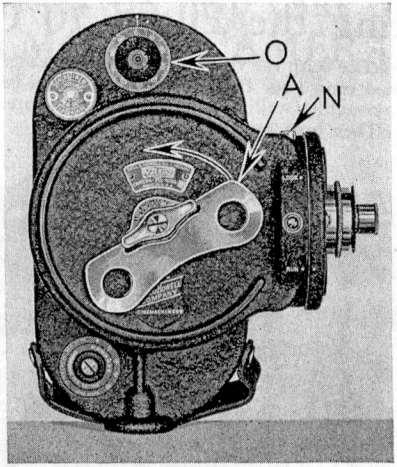

Figure 2
1. Wind the spring motor by turning the ratchet winding key A, Figure 2, to the left (counter-clockwise) until it stops (do not force it).
12. Test correctness of the loading and threading by pressing starting button N, Figure 2, quickly and momentarily a few times, watching to see that the leader runs through the sprockets and aperture channel and that it is being taken up by the take-up spool. Correct any errors which are discovered by this test.
14. Set the footage dial (O, Figure 2) at 96 by turning it with the thumb and finger. Start the camera and let it run until the footage dial registers zero. This is done to run through the four feet of leader which was left on the feed spool when you closed the camera. The film itself is now at the aperture and your camera is ready for use.